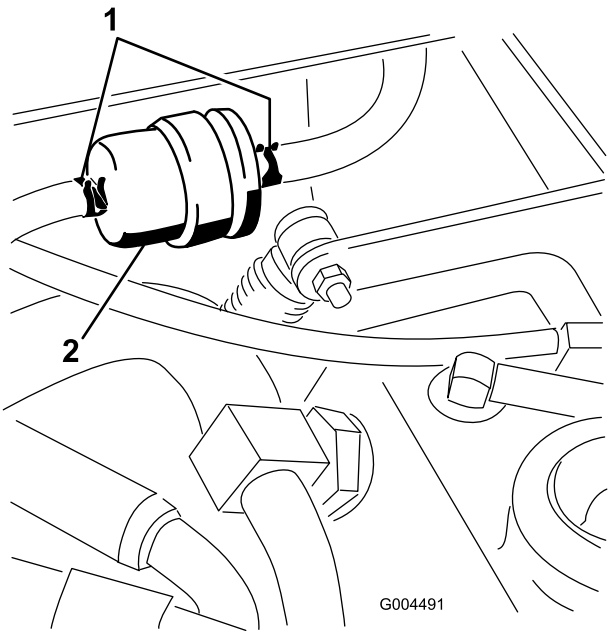

Figuur 46
Vervang het brandstoffilter (Figuur 46), tussen de brandstoftank en de brandstofpomp om de 400 bedrijfsuren of jaarlijks, waarbij de kortste periode moet worden aangehouden.
1. Klem de beide brandstofslangen die op het voorfilter zijn aangesloten zo samen dat de brandstof niet kan weglekken als de slangen worden verwijderd (Figuur 46).